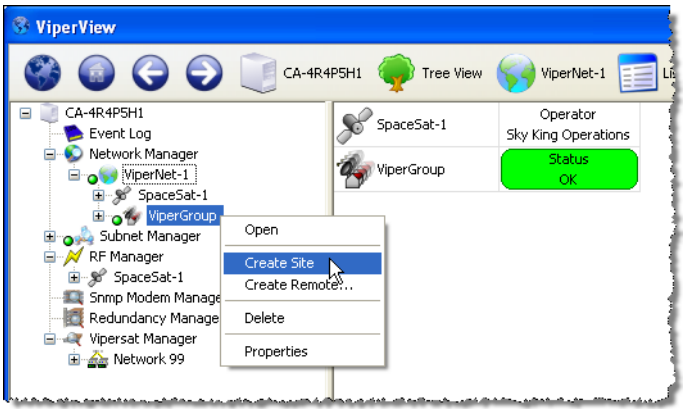

Figure 3-48 Create Site menu command
1. Select **Create Site** from the Network (or from the Group, if the site is to be a member of an existing group) drop-down menu, as shown in figure 3-48.